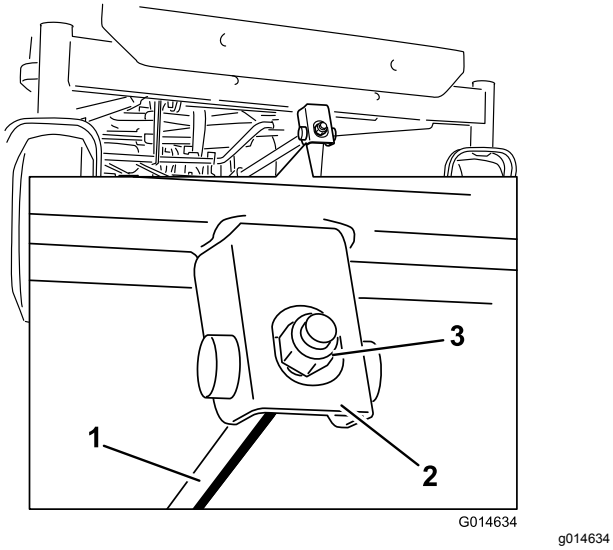

Figur 64
6. Rotere justeringsmutteren foran på gressklipperen (Figur 64) for å justere knivens helling på langs.